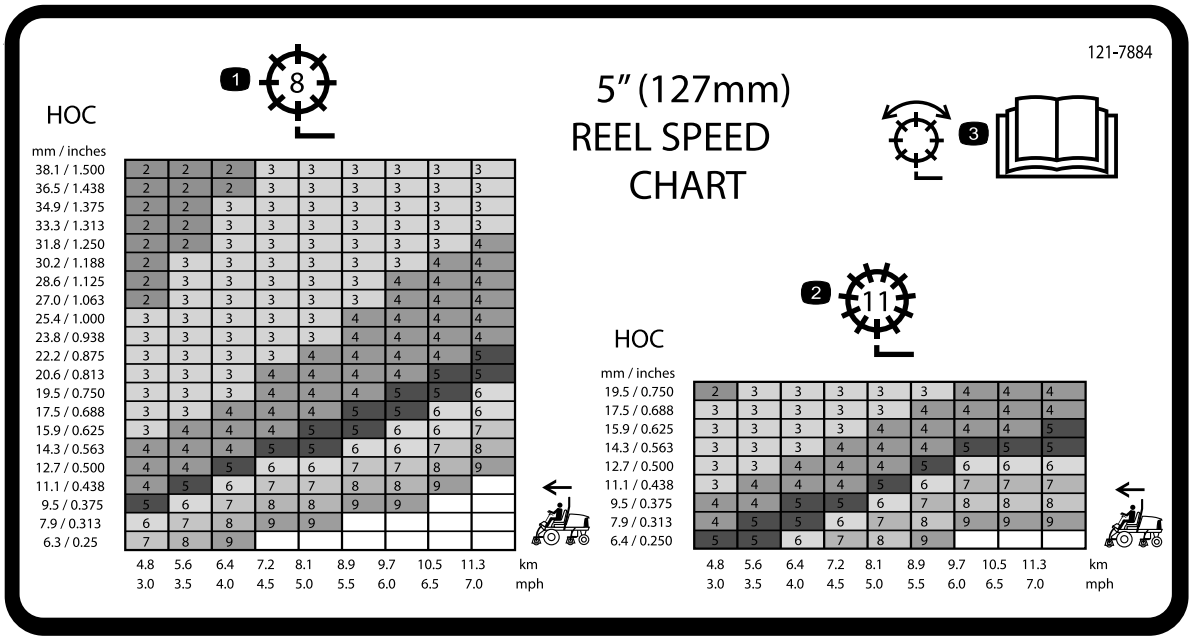
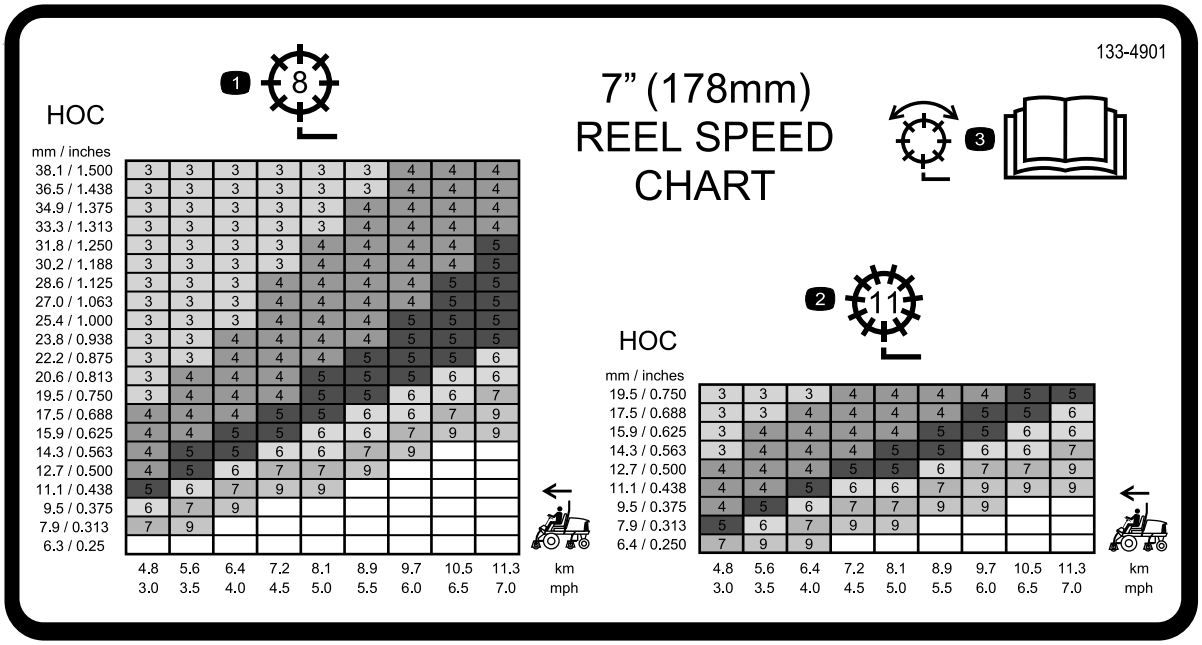

**Figur 35**
**Figur 36**
3. Bestäm korrekt hastighet för cylindrarna genom att använda kurvan på dekalen med tabellen över cylinderhastighet (Figur 35 och Figur 36).